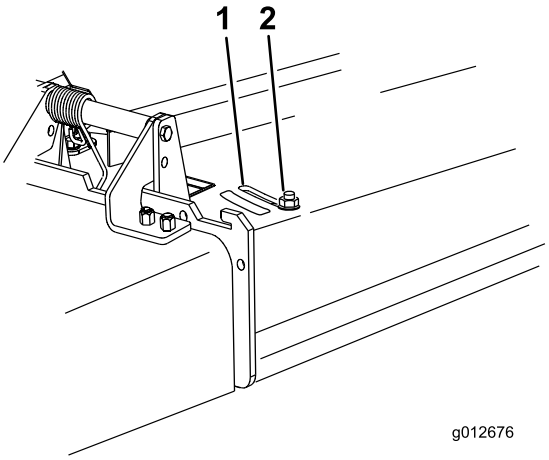

**Figur 29**
3. For å justere skjermen, løsner du mutteren (Figur 29).